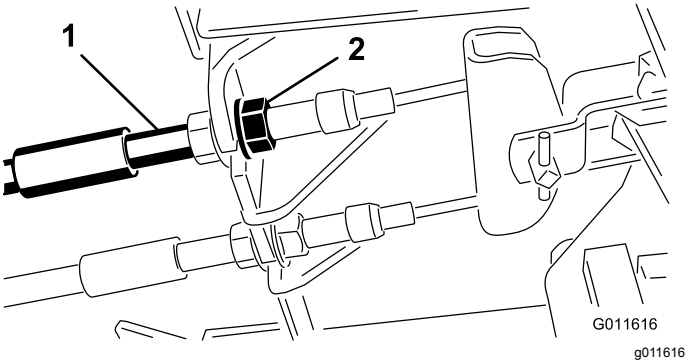

**Figur 66**
1. Dra åt bromsarna genom att lossa den främre muttern på bromskabelns gängade ände för att minska bromspedalernas spel (Figur 66).